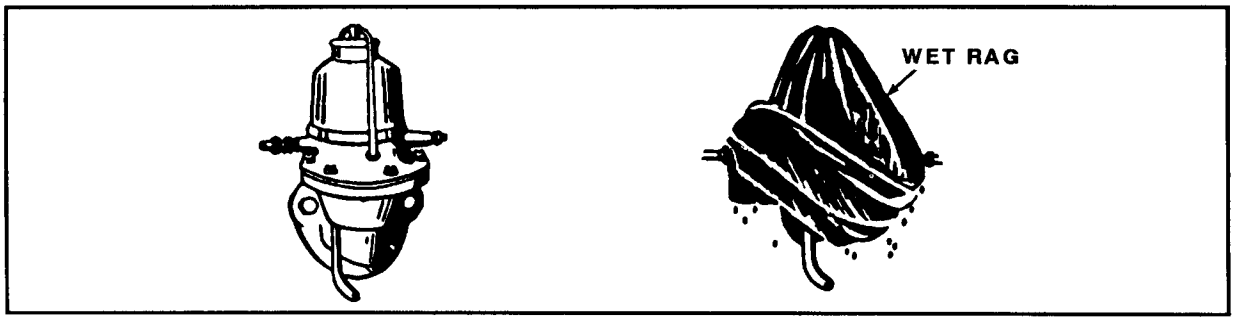

FIGURE 22-18. Fuel Pump Vapor Lock Correction.
*Fuel Pump Vapor Lock* High temperatures vaporizing gasoline in the fuel line causes this failure. The fuel pump will not pump vapor. Soak a cloth in water and place it over the fuel pump (Figure 22-18) to cool the fuel pump and condensate the vapor. The evaporation of moisture from the cloth has a refrigerating action that is most effective in hot, dry climates.